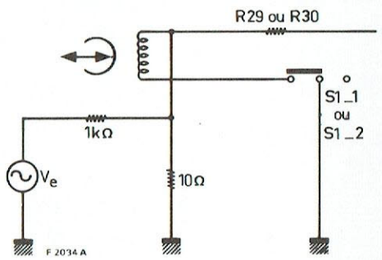

Fig. 10
F. RÉGLAGE DU GAIN EN LECTURE (Fig. 10)
- Brancher le générateur BF suivant la Fig. 10.
- Injecter un signal Ve = 500 µV de fréquence f = 1 kHz suivant le schéma de la Fig. 10.